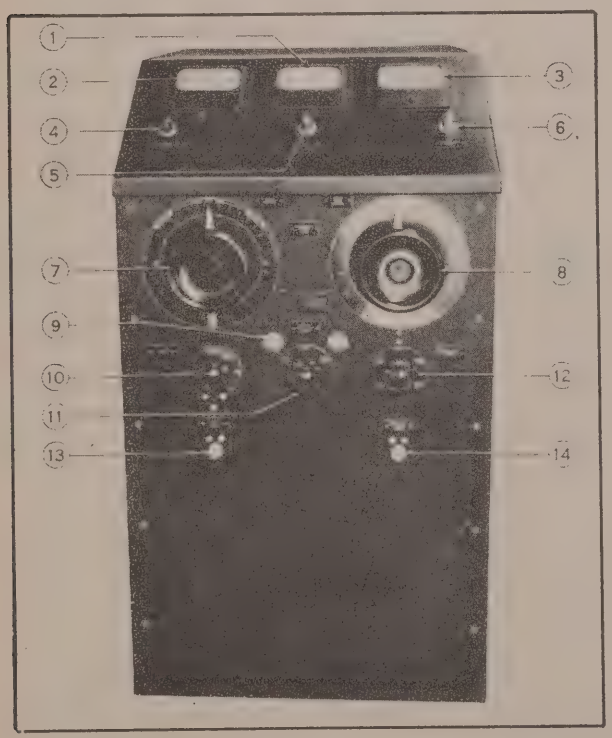

Fig. 2X
See Fig. 2X
Directly below the speed control handwheel, on Fig. 2X, is the selector switch (10) for selecting manual or remote control. This switch is described under sub-section, "Selector Switch." Directly below the motor field controller is the voltmeter switch (12) for connecting the desired propulsion motor or generator to the voltmeter (3), and between the voltmeter and selector switches is the ground detector switch (11) for checking the leg of each generator to ground. A ground will be indicated by white indicating lights (9). The voltmeter switch (12) is a double-pole, five position rotary switch and the ground detector switch is a